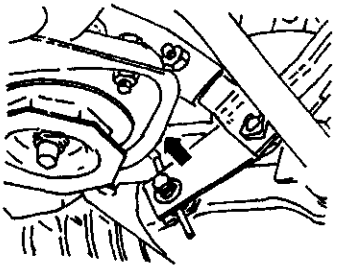

图 5—94
④放开油门踏板时，连接自动车速控制连杆时应没有张力感，否则应予以调节。
(2)空气流量计计量板自由行程检查。空气流量计计量板自由行程，指的是图 5—95 右方箭头所指的控制柱塞与调节臂间的间隙，但其测量却是在左方箭头所指的位置，而且其规定值为 1～2mm，其检查程序和要求如下：